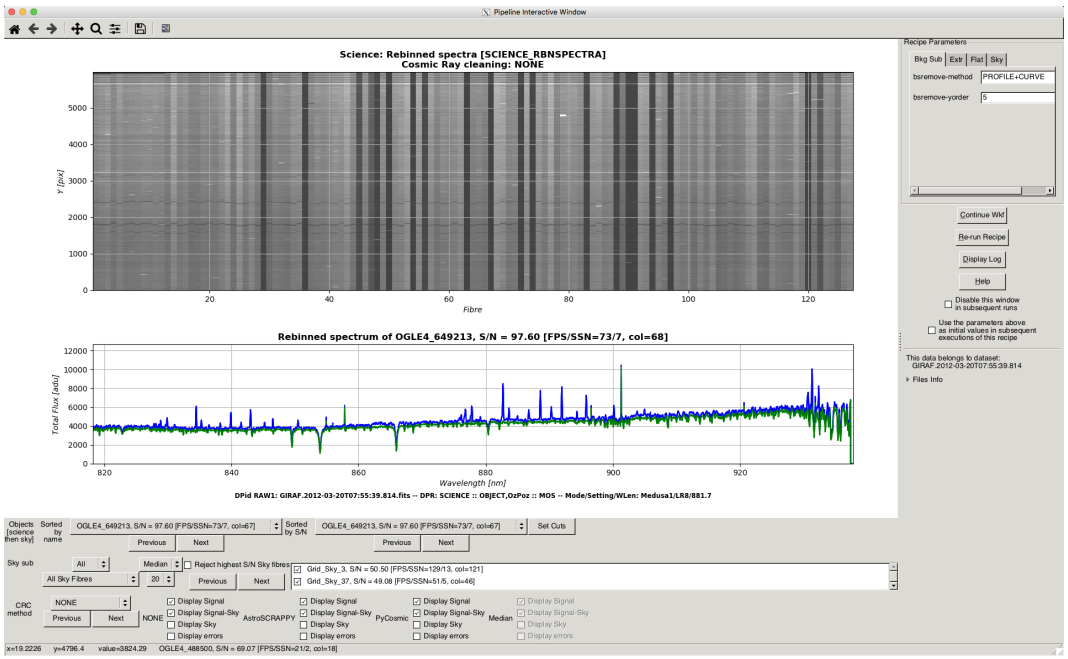

Figure 3.9: *The Science Interactive GUI for the first dataset. The blue lines are the 'Signal', the green lines are the 'Signal-Sky'.*
13. The workflow will now proceed to the Science actor and after running the recipe open the Science interactive GUI, see figure 3.9.